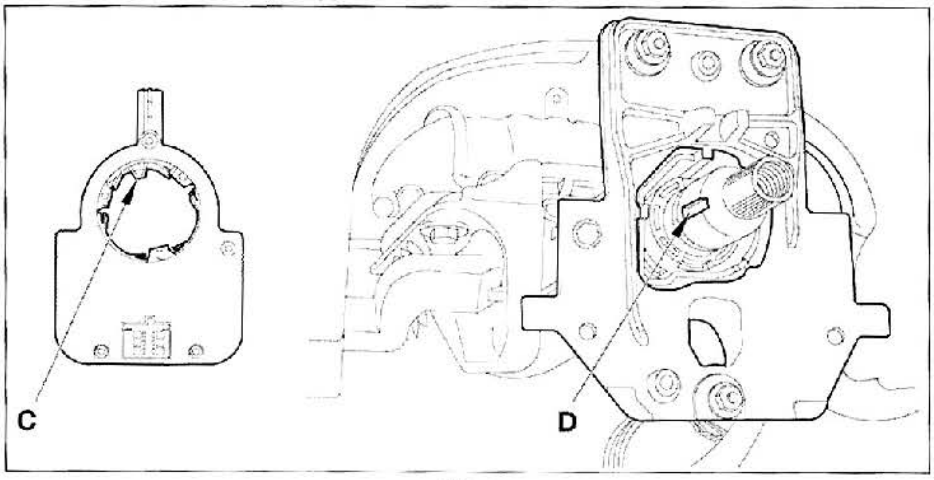

FIG. 9
- para el montaje del captador de ángulo del volante, alinear el posicionador "C" con la ranura "D" de la columna de dirección (fig. 9).